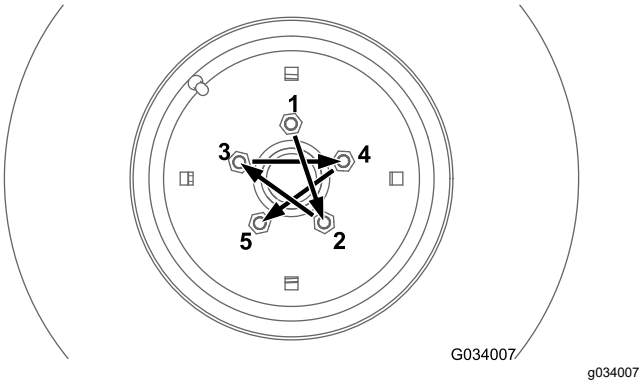

Figura 65
Apriete las tuercas de las ruedas delanteras y traseras (máquinas con tracción a 4 ruedas solamente) al par especificado usando el patrón ilustrado en la Figura 65 y la Figura 66.
- Ruedas delanteras: consulte Figura 65